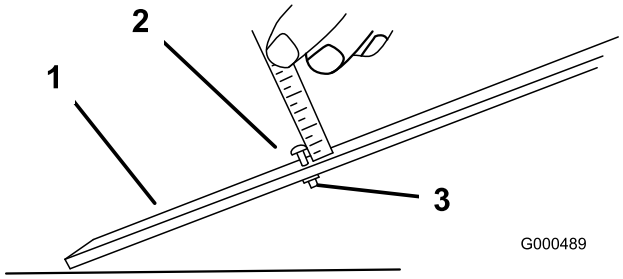

Figuur 15
2. Draai de moer op de hoogtelat los en draai de stelschroef naar de gewenste maaihoogte (Figuur 15). De afstand tussen de onderkant van de schroefkop en de lat is de maaihoogte.